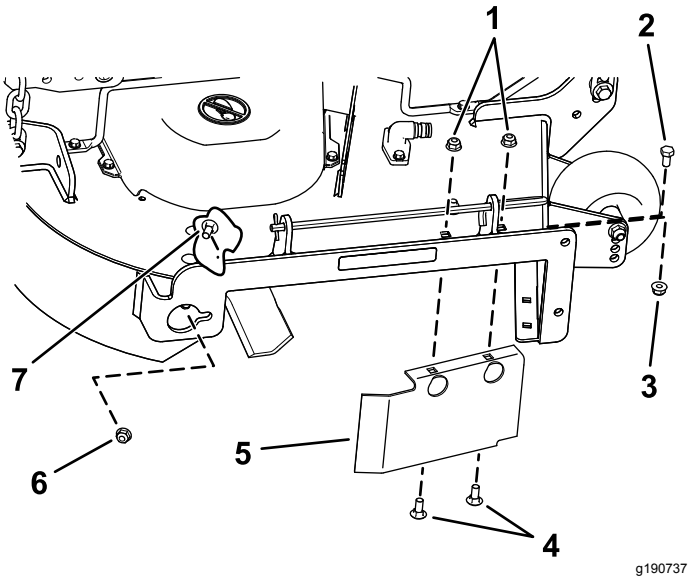

Figur 17
8. Fjern bræddebolten (5/16 x ¾") og låsemøtrikken (5/16") på plæneklipperens bagvæg, der fastgør afskærmningen til skjoldet (Figur 17).
9. Find kværnafskærmningen ved forreste kant på sideudblæsningsåbningen (Figur 17).
10. Fjern monteringsboltene, der fastgør kværnafskærmningen og højre afskærmning på plæneklipperskjoldet (Figur 17).
13. Monter de tidligere afmonterede fastgørelsesanordninger i de forreste huller i udblæsningspladen og det forreste hul i skjoldet (Figur 17).